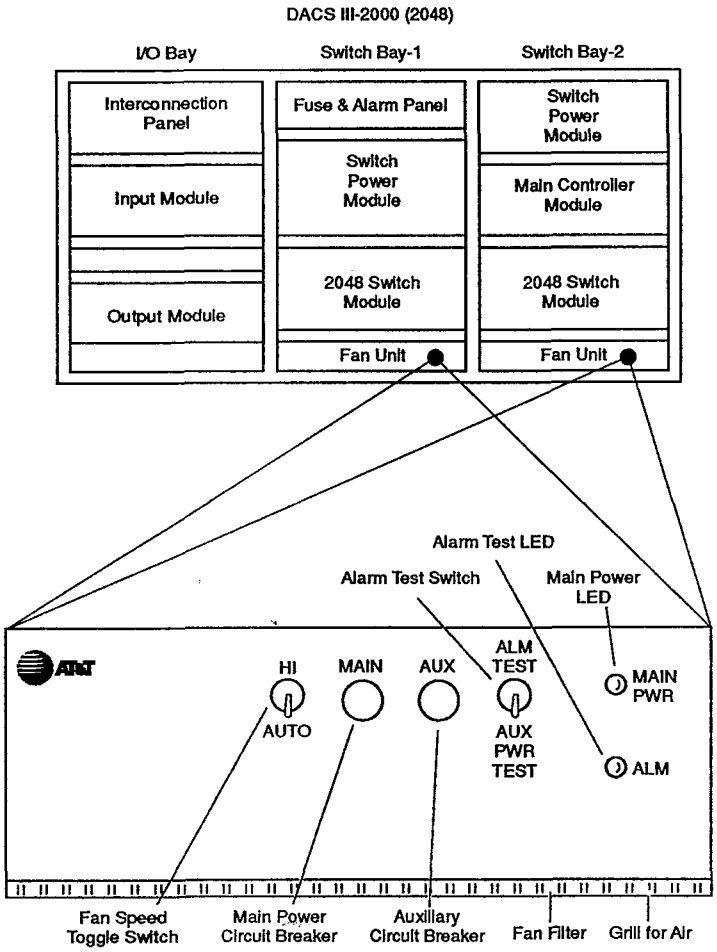

Figure 4-9. Standard Fan Unit (ED2C906-30,G1)—DACS III-2000 (2048)
Figure 4-9 shows the standard fan unit. Refer to this figure when executing Procedure 4-12.
2. Ensure that the air inlet below the fan assembly is unobstructed; see Figure 4-9 for air inlet location.
4. Lift the alarm test switch to the ALM TEST position to perform the fan failure test; see Figure 4-9 for test switch location. Hold the switch for approximately 10 seconds; this simulates the failure of one fan in the unit.